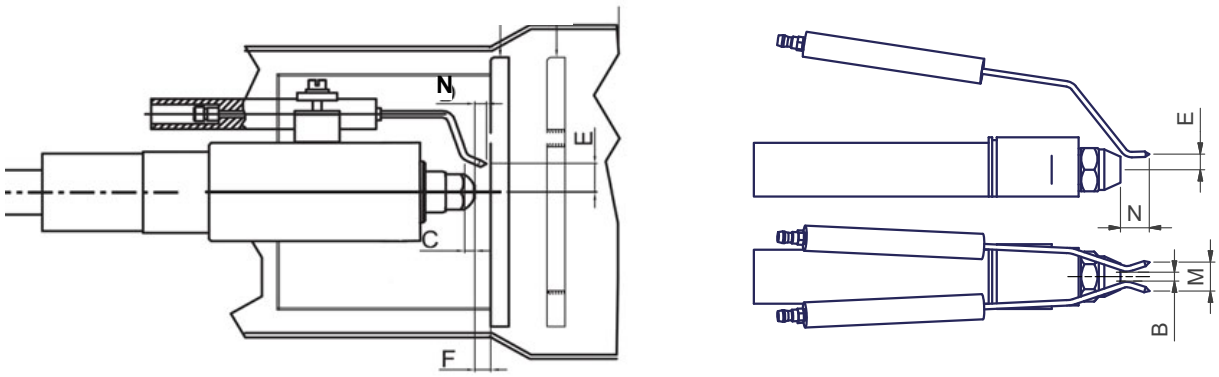

Fig. 26
- Svitare i connettori nafta **E** (Fig. 26) che fissano i flessibili nafta alla lancia L e rimuovere il gruppo completo come mostrato in figura.
4 per sostituire gli elettrodi, svitare le viti di fissaggio **VE** dei due elettrodi e sfilarli: inserire i nuovi elettrodi e prestare attenzione alle quote indicate in mm a Fig. 26; procedere al rimontaggio seguendo la procedura inversa.